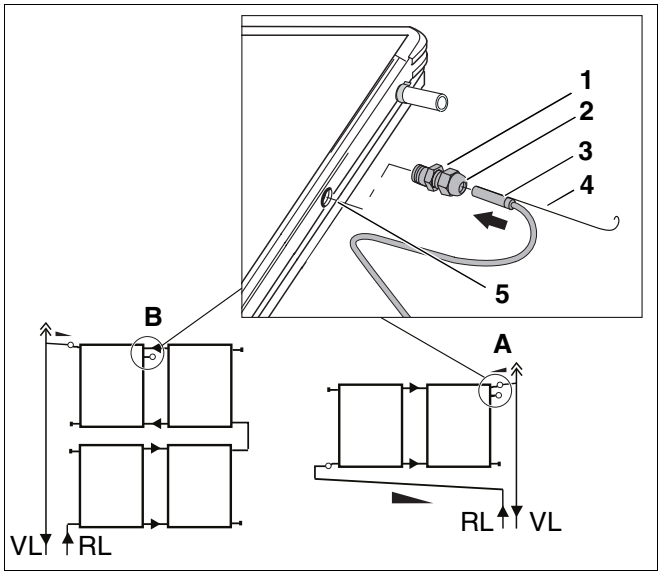

Afb. 55 Collectorvoeler aansluiten
– inbouwpositie (afb. 55, **pos. A**) bij systemen met één rij collectoren.
– inbouwpositie (afb. 55, **pos. B**) bij systemen met twee rijen collectoren.
- Druk de warmtegeleidende pasta in de dompelhuls (afb. 55, **pos. 5**).
- Voer de collectorvoeler (afb. 55, **pos. 3**) met de kabel (afb. 55, **pos. 4**) door de klemkoppeling (afb. 55, **pos. 1** en **2**) en schuif de collectorvoeler ca. 170 mm tot aan de aanslag in de dompelhuls (afb. 55, **pos. 5**).
- Schroef het onderste deel van de klemkoppeling (afb. 55, **pos. 1**) in de draad van de dompelhuls (afb. 55, **pos. 5**).
- Trek de klemkoppeling (afb. 55, **pos. 1** en **2**) aan.